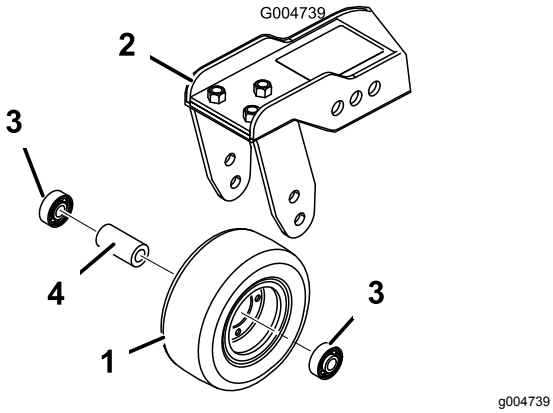

Figuur 109
1. Verwijder de borgmoer van de bout waarmee de zwenkwielset is bevestigd in de zwenkwielvork (Figuur 108) of in de draaiarm van het zwenkwiel (Figuur 109). Pak het zwenkwiel vast en schuif de bout uit de vork of draaiarm.
2. Verwijder het lager uit de wielnaaf en laat het lager eruit vallen (Figuur 108 en Figuur 109). Verwijder het lager vanaf de andere kant van de wielnaaf.